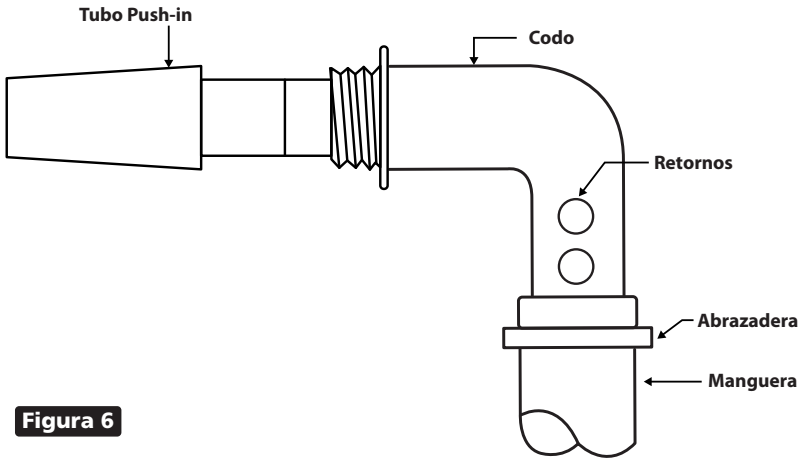

Figura 6
2. Refiérase A la Figura 6. Empuje el extremo pequeño del Tubo para insertar (13). Dentro del extremo roscado de la Pieza del Codo (7) hasta que sea asegurado. Éste es su adaptador de la conexión de entrada.